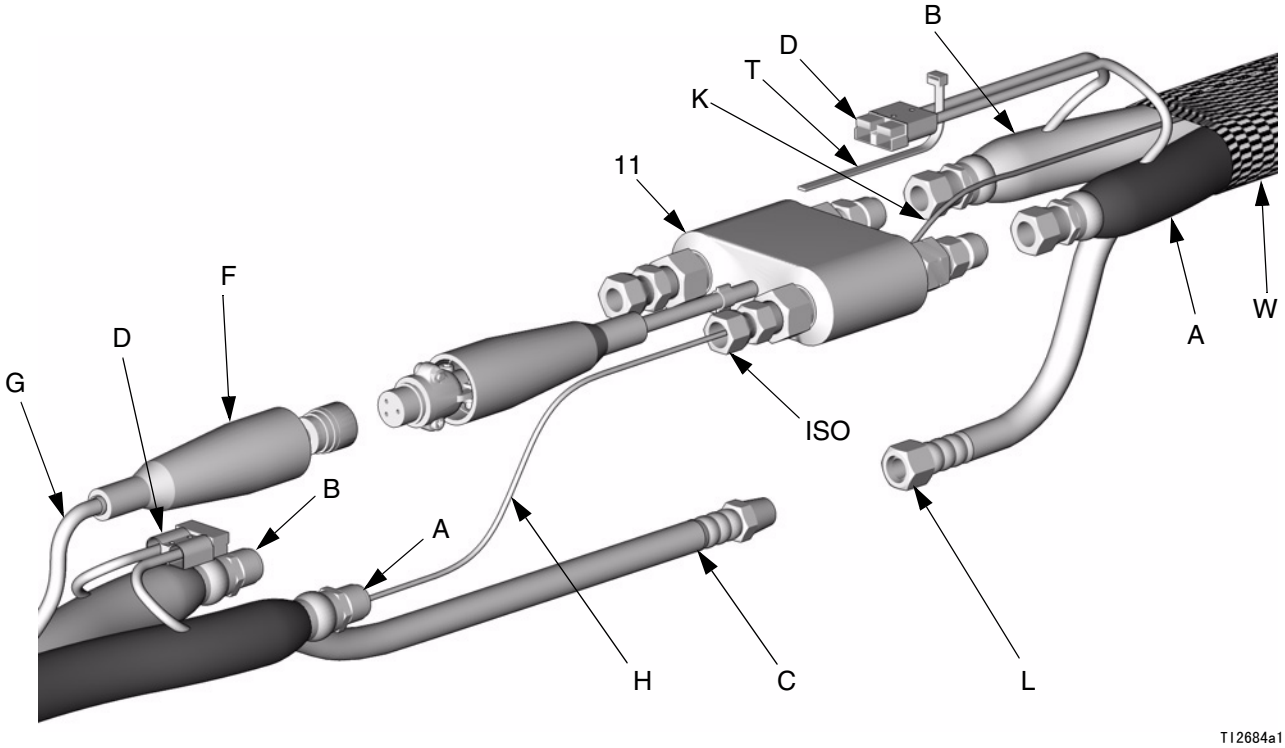

图 14. 流体温度传感器和加热管
3. 揭去 FTS (11) 上的胶带和保护套， 图 14。断开软管电缆 (F)的连接。用欧姆表测量电缆连接器的针脚之间的电阻。